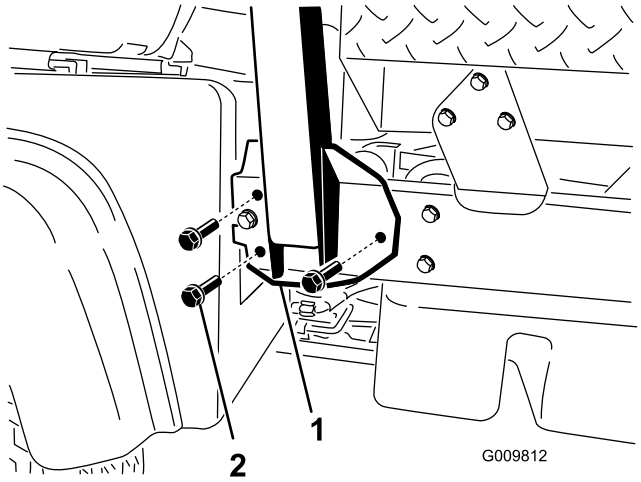

Figur 4
1. Sätt fast vältskyddets samtliga sidor i monteringshålen på fordonsramens bägge sidor på det sätt som visas i Figur 4.